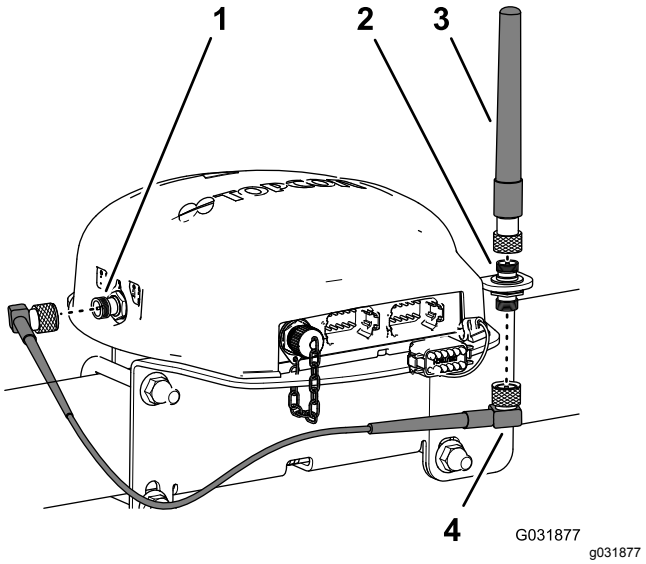

Figur 148
3. Montera RTK-antennen på den övre nippeln på koaxialkopplingen, och dra åt antennens kordongmutter för hand (Figur 148).
4. Montera antennkabeln löst på den nedre nippeln på koaxialkopplingen (Figur 148).
5. Dra kabeln på navigeringsmottagarens baksida till koaxialkontakten på CDMA- eller GSM-mobilmodemet (Figur 148).
6. Montera antennkabeln på koaxialkontakten till CDMA- eller GSM-mobilmodemet (Figur 148).